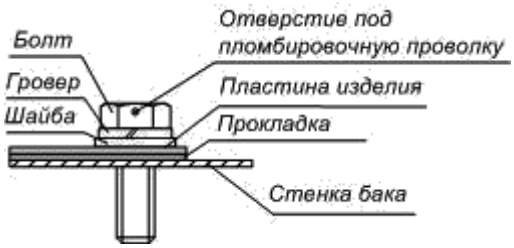
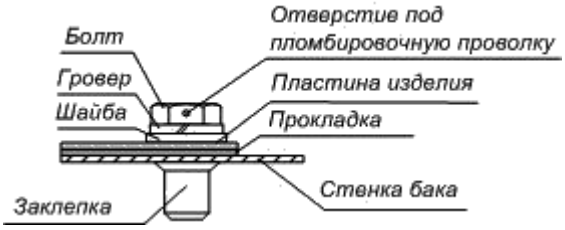

Рисунок 25
Рисунок 26
3) Закрепить изделие на баке болтами, предварительно надев шайбу и гровер, как показано на рисунке (Рисунок 25, Рисунок 26). Болты завинчивать ключом гаечным.